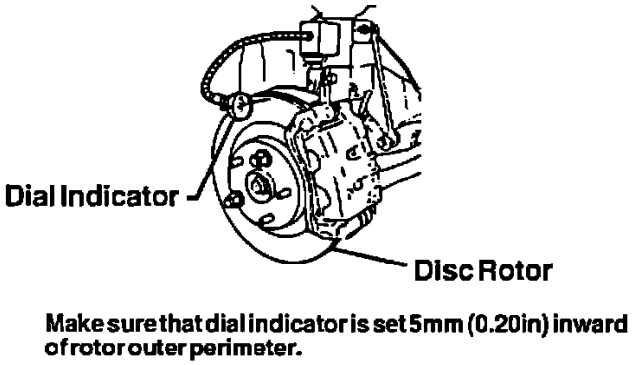

Figure 2
4. Attach dial indicator gauge on caliper mount or strut and measure maximum run out of rotor on both sides at a point of 5 mm inside from the circumference of rotor by rotating rotor gradually. See Figure 2. Run out is best checked when the rotor is cool. (See specifications.)